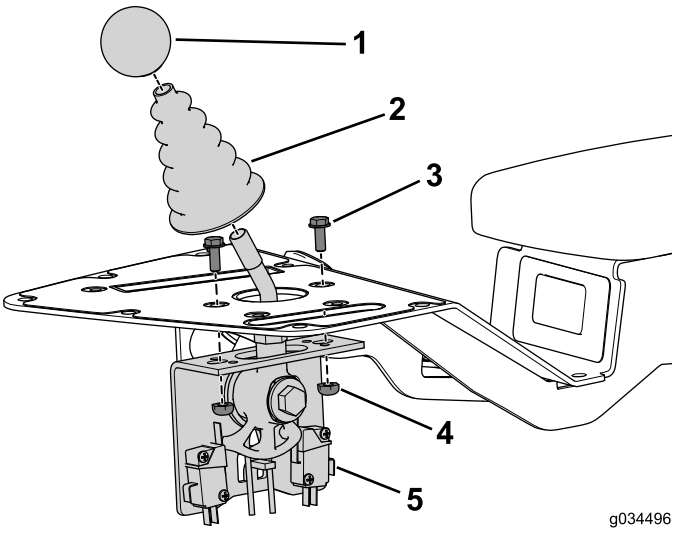

Rysunek 17
1. Używając 2 śrub (nr 10 x 1/2 cala) i nakrętek zabezpieczających, zamocuj zespół manipulatora do konsoli (Rysunek 17).